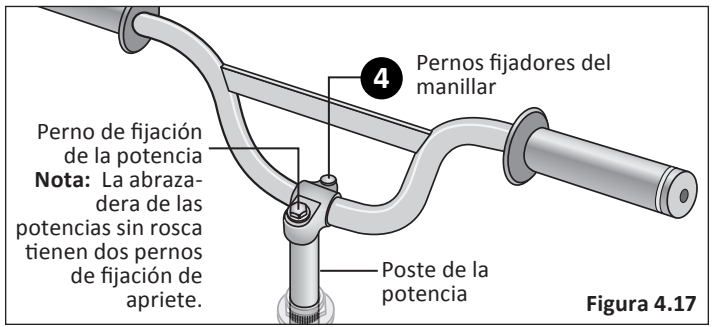

Figura 4.17
2. Con una llave Allen de 6 mm, afloje el perno fijador de la potencia, o los pernos fijadores de apriete, y mueva el manillar a izquierda o derecha hasta que quede alineado con la rueda delantera **. Figura 4.17**
1. Usando una llave Allen de 6 mm, afloje el perno o pernos de fijación del manillar). **Figura 4.17**